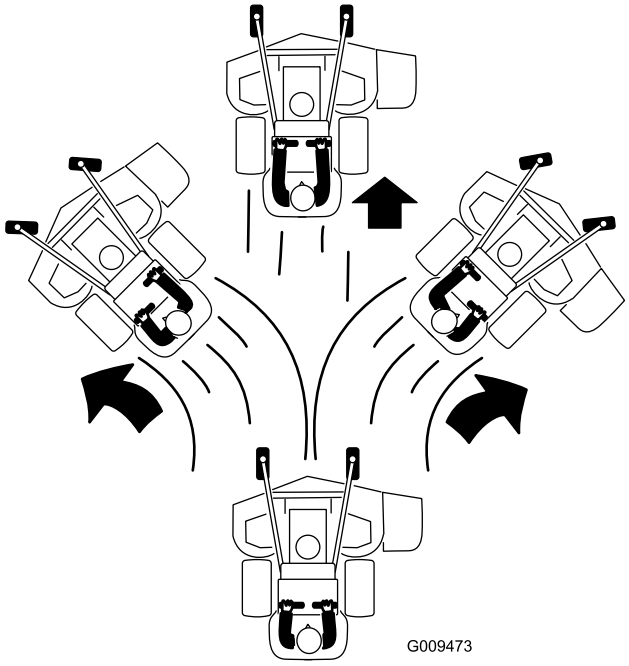

Figura 23
4. Spingete lentamente in avanti le leve di controllo del movimento (Figura 23).